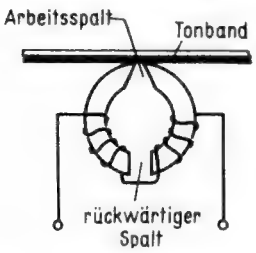

Bild 5.3. Sprechkopf (schematisch mit rückwärtigem Luftspalt)
3. Durch einen rückwärtigen breiten Luftspalt von etwa 500 µm *(Bild 5.3)* erreicht man, daß Unterschiede im magnetischen Widerstand des am Arbeitsspalt vorbeilaufenden Bandes sich in geringerem Maße auf das aus dem Spalt austretende Magnetfeld auswirkt. Er bestimmt nämlich nun die magnetische Eigenschaft des gesamten Tonkopfes. Wenn jetzt für einen kurzen Moment das Tonband am vorderen, schmaleren Arbeitsspalt nicht ganz innig anliegt, ändern sich die magnetischen Flußverhältnisse durch den Kopf praktisch überhaupt nicht mehr. Die Aufzeichnung wird durch ein kurzzeitiges Abheben des Bandes vom Tonkopf bei weitem nicht so beeinträchtigt, wie es ohne den rückwärtigen Luftspalt, den sogenannten Scherspalt, der Fall wäre.